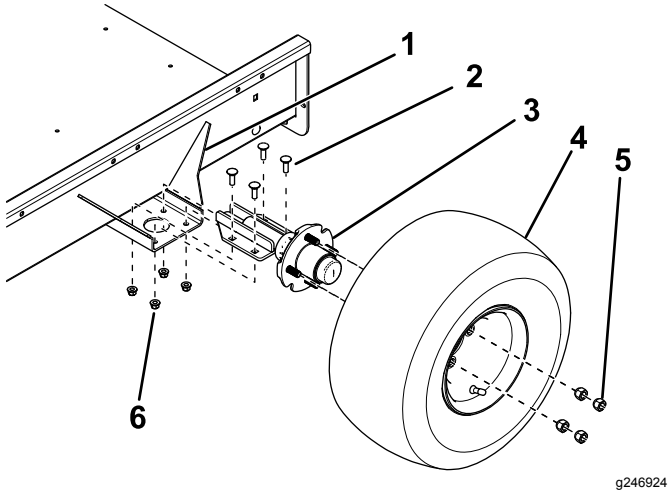

Figuur 1
1. Monteer de assen aan de bovenkant van de bevestigingsbeugels aan elke kant van de laadbak van de aanhanger met 4 slotbouten en 4 borgmoeren, zoals getoond in Figuur 1.
2. Monteer een wiel op elke naaf met 4 wielmoeren (Figuur 1) en draai de moeren aan tot 108,5 N·m.
3. Stel de positie van de bevestigingsbeugels van de as zo af dat de hart-op-hart afstand voor ongeveer 3 mm minder bedraagt dan de hart-op-hart afstand achter (Figuur 1).